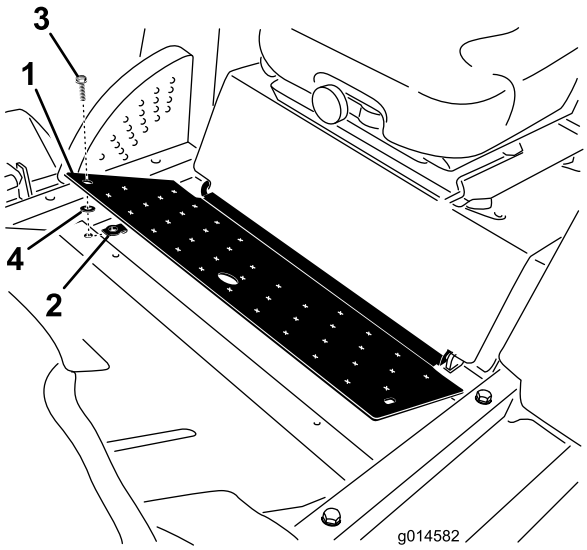

Figura 3
2. Installate un dado di fissaggio sul foro nel telaio sotto l'angolo anteriore destro del pianale (Figura 3).